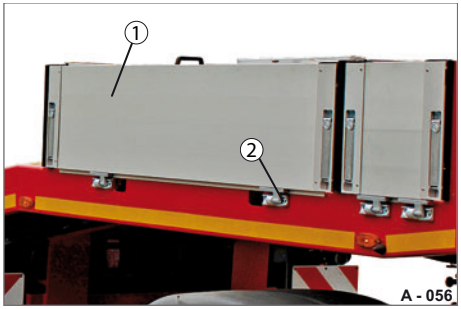

Abb. 51 Bordwand im Scharnier gesichert
▶ Schrauben Sie die Schraube (Abb. 51/2) in eins der Scharniere hinein.
▶ Schließen Sie die Bordwand (Abb. 51/1) und verriegeln Sie die Handhebel-Verschlüsse.